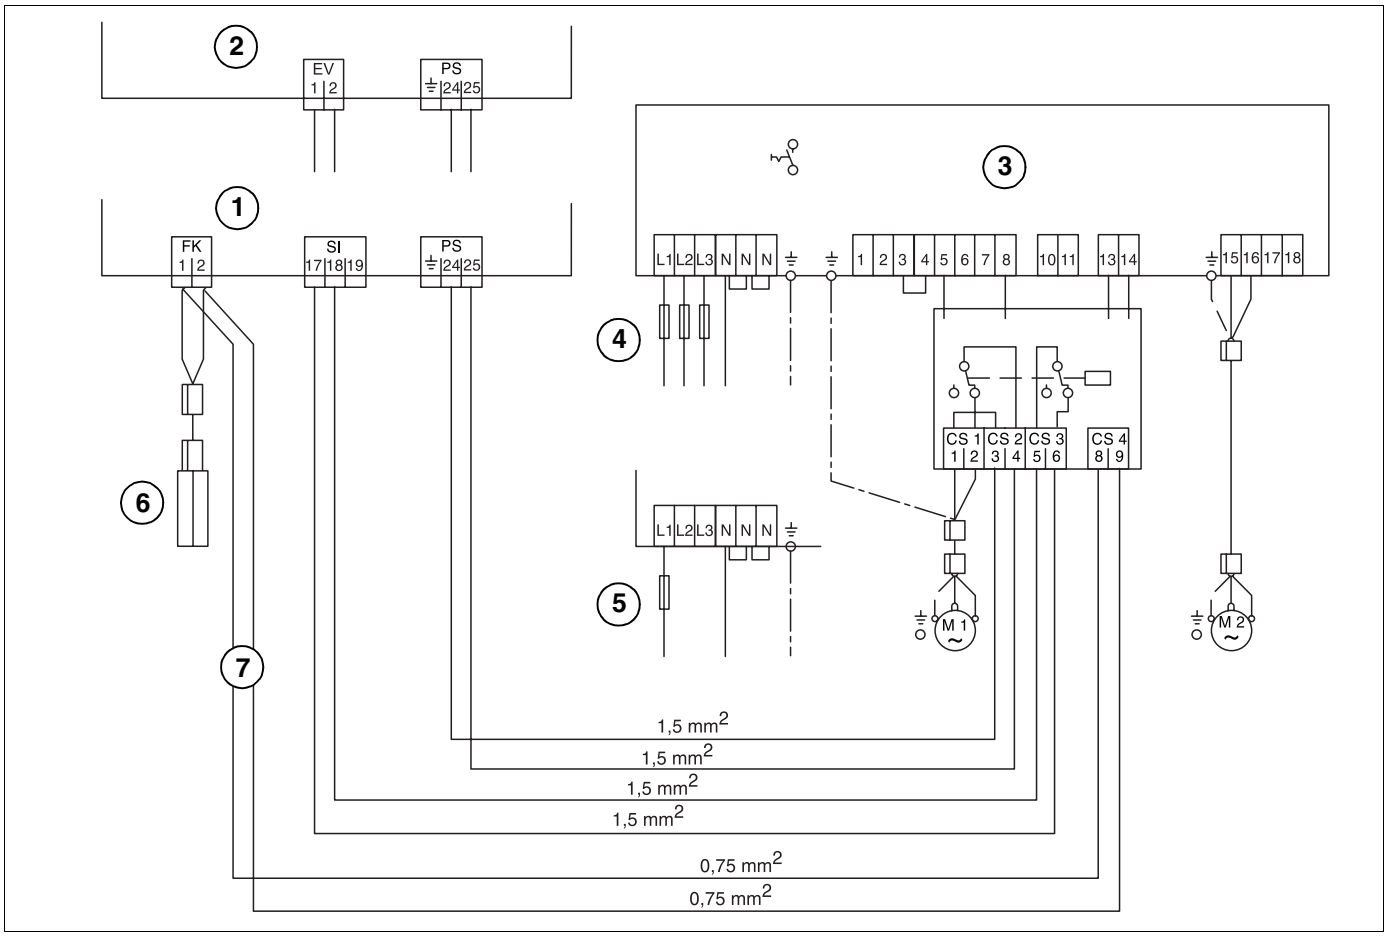

Abb. 13 Anschlussschema
- Ein Kabel mit einem der Leistung des LSE angepassten Querschnitt durch die Zugentlastung führen und an den Eingangsklemmen anschließen (siehe entsprechendes Anschlussschema Abb. 13 auf Seite 16).
Pos. 3: *Für Anschlüsse siehe Abb. 13 auf Seite 16*
Pos. 4: *Für Anschlüsse siehe Abb. 13 auf Seite 16*
Pos. 5: *Für Anschlüsse siehe Abb. 13 auf Seite 16*
Pos. 6: *Für Anschlüsse siehe Abb. 13 auf Seite 16*
Tab. 5 Anschlussklemmen in universeller Elektro-Zusatzheizung siehe Abb. 13 auf Seite 16
Legende zu Abb. 13